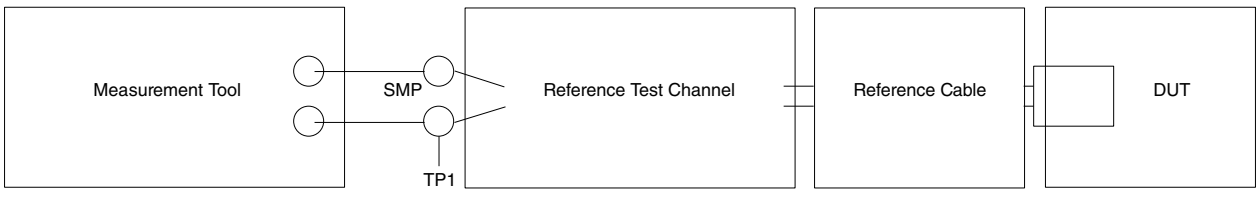

Figure 63. Transmit normative setup
2. See Figure 63. on page 176.